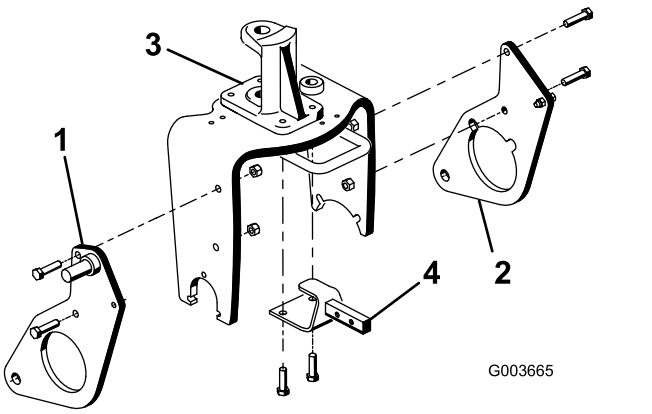

Figura 12
1. Monte, sem apertar, placa do arado do lado direito ao lado direito da forquilha da roda com 2 parafusos (½ x 2 pol.) e porcas de bloqueio como se mostra na Figura 12.
2. Repita o procedimento com a placa do arado do lado esquerdo (Figura 12).
4. Remova e deite fora os 2 parafusos que seguram a frente da articulação da direção à parte de cima da forquilha da roda (Figura 12).
5. Usando os orifícios de montagem da forquilha da roda e da articulação da direção, monte o suporte da estrutura do engate à parte de baixo da forquilha da roda com 2 parafusos (½ x 1¾ pol.); consulte Figura 12.